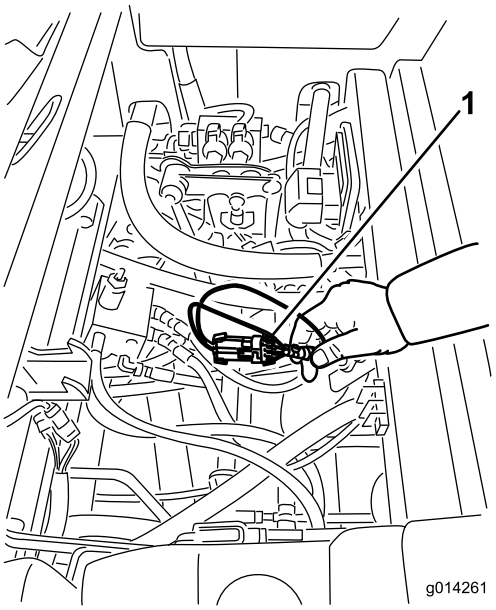

Figur 27
3. Lokalisera ledningsnätet och kontakterna nära styrenheten (Figur 27).